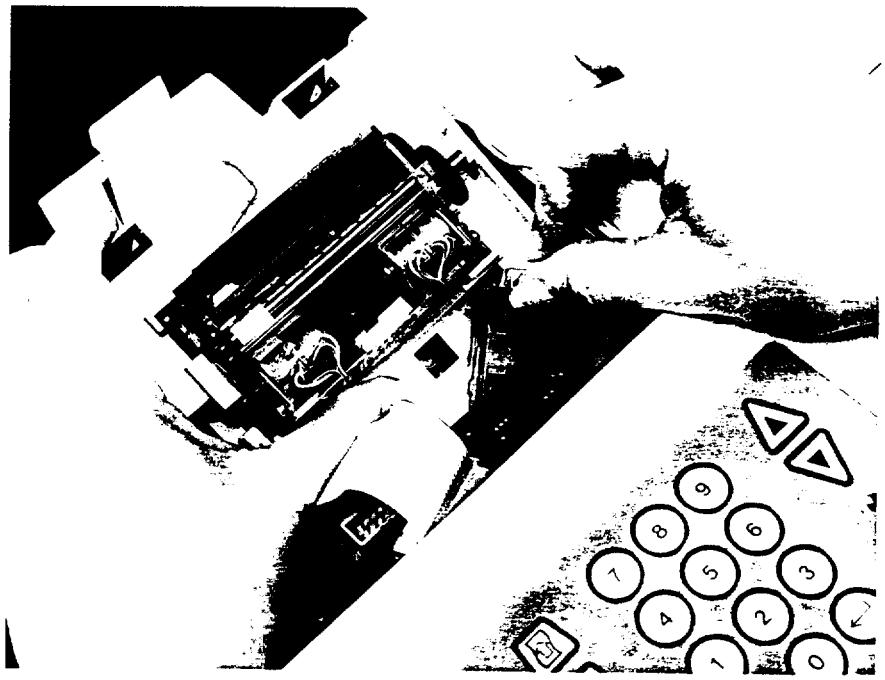

Figure 8-8
c. Place the module into its proper position in the cavity of the instrument by lowering the front of the module down and forward under the ledge. At the same time, maneuver the connector so it slides under the ledge along with the module (Figure 8-8). Then lower the back of the module and press down firmly until it snaps into place.